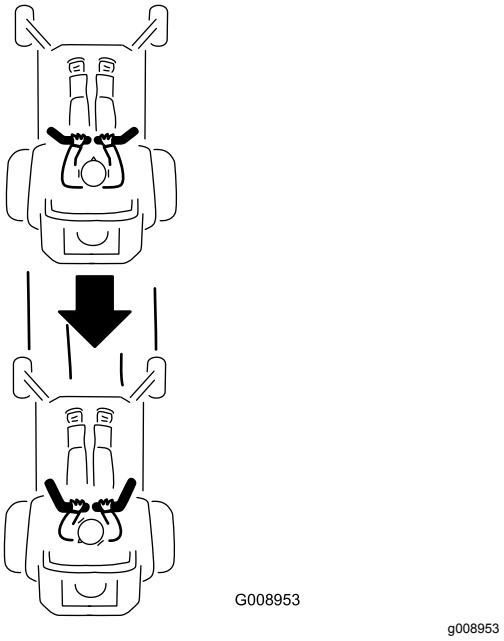

Figur 34
2. Backa genom att försiktigt dra rörelsereglage-spakarna bakåt (Figur 34).